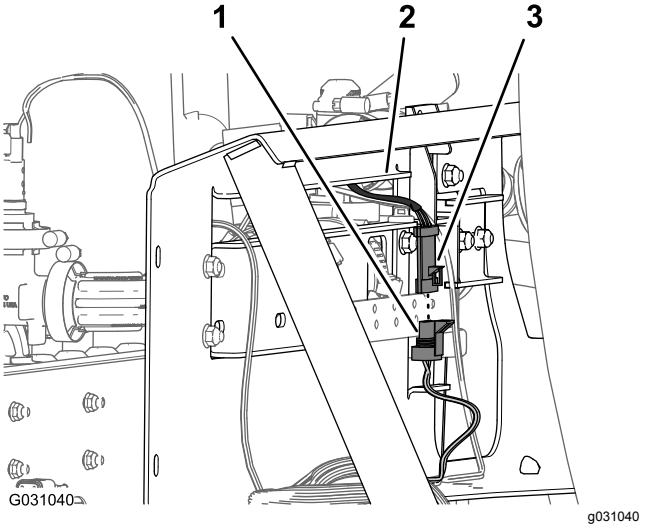

Figuur 130
6. Sluit de stekker met 3 pinnen van de kabelboom van de mengklep aan op de stekker met 3 bussen van de kabelboomaftakking van 203 cm met aanduiding **Agitation Valve** (mengklep) (Figuur 130).